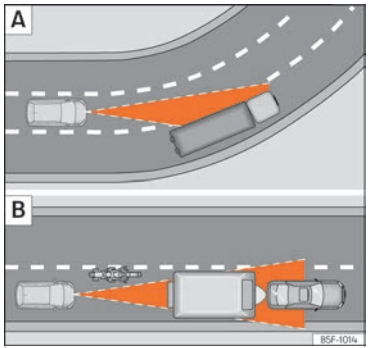

Fig. 108 A Vehículo en una curva. B Motociclista circulando por delante fuera del radio de acción del sensor de radar.
El ACC podría no detectar en curva el vehículo precedente o podría regular la distancia con vehículos que se encuentran en otros carriles ››› fig. 108 A.
- Vehículos que circulen desalineados o fuera de la zona de detección del sensor, por ejemplo, motocicletas ››› fig. 108 B.